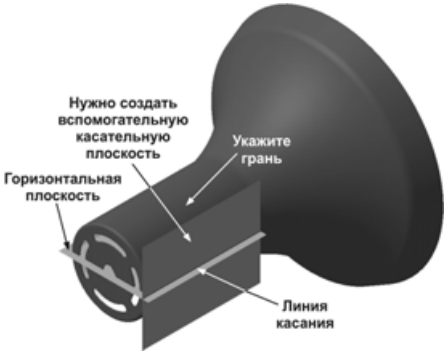

Рис. 5.192
Эскизы элементов можно создавать только на плоскостях и плоских гранях. Нам же необходимо выполнить паз в круглой грани цилиндра. Поэтому построения придется начать с создания вспомогательной плоскости, касательной к грани (рис. 5.192).
- В окне модели укажите цилиндрическую грань, касательной к которой будет плоскость (рис. 5.192).